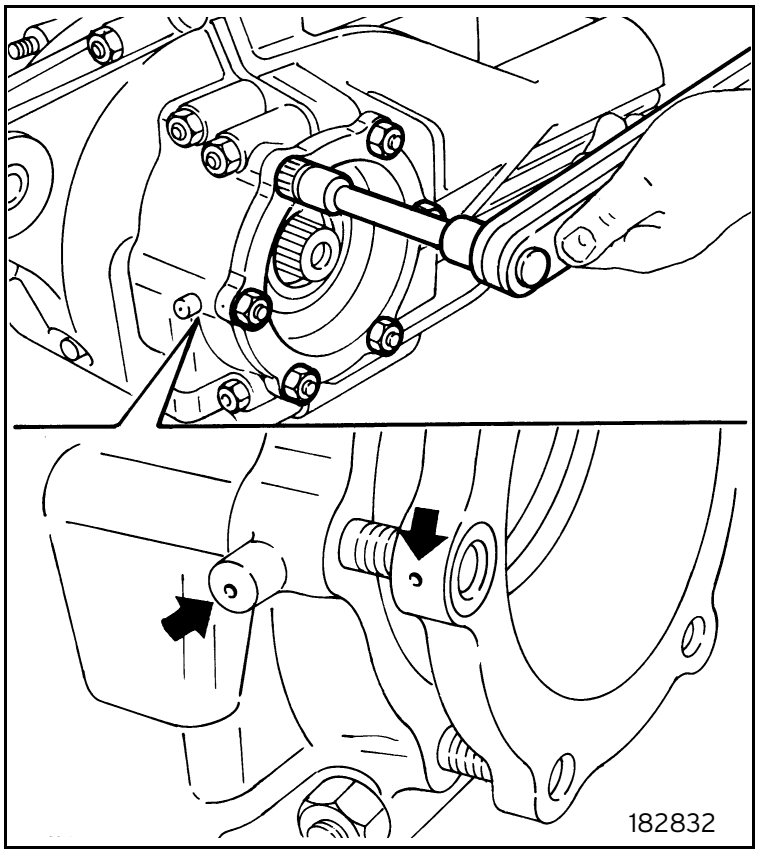

Fig. 32
- Fit the bearing pre-load flange, lubricate with Molycote 1000 and fasten the nuts at the specified tightening torque (figure 32):